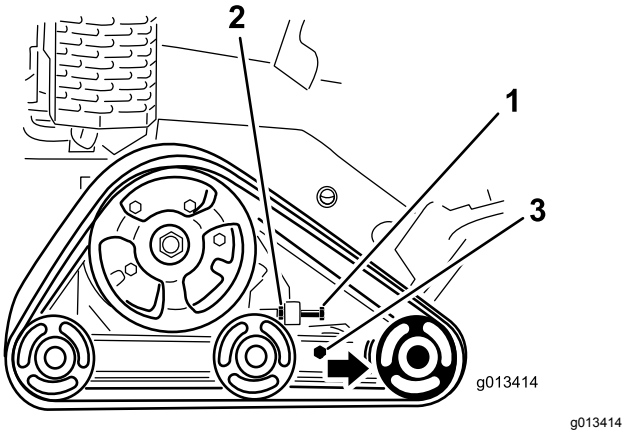

Figur 43
3. Lossa kontramuttern på larvbandets spännskruv och klämskruvarna på spännarmen (Figur 43).
4. Dra åt spännskruven till 32,5–40 Nm så att larvbandet spänns (Figur 43).
4. För spännskruven och kontramuttern bakåt (Figur 43).
5. Lossa klämskruvarna (Figur 43).